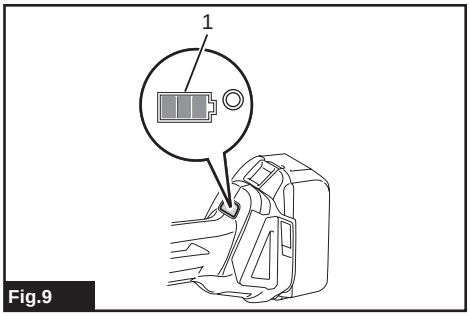

Fig.9
► **Fig.9: 1.** Battery Indicator